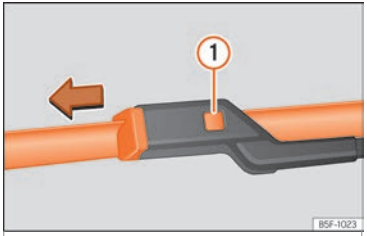

Fig. 48 Remplacement des balais d'essuie-glace.
- Maintenez la touche de déverrouillage ››› fig. 48 ① enfoncée en tirant légèrement le balai dans le sens de la flèche.